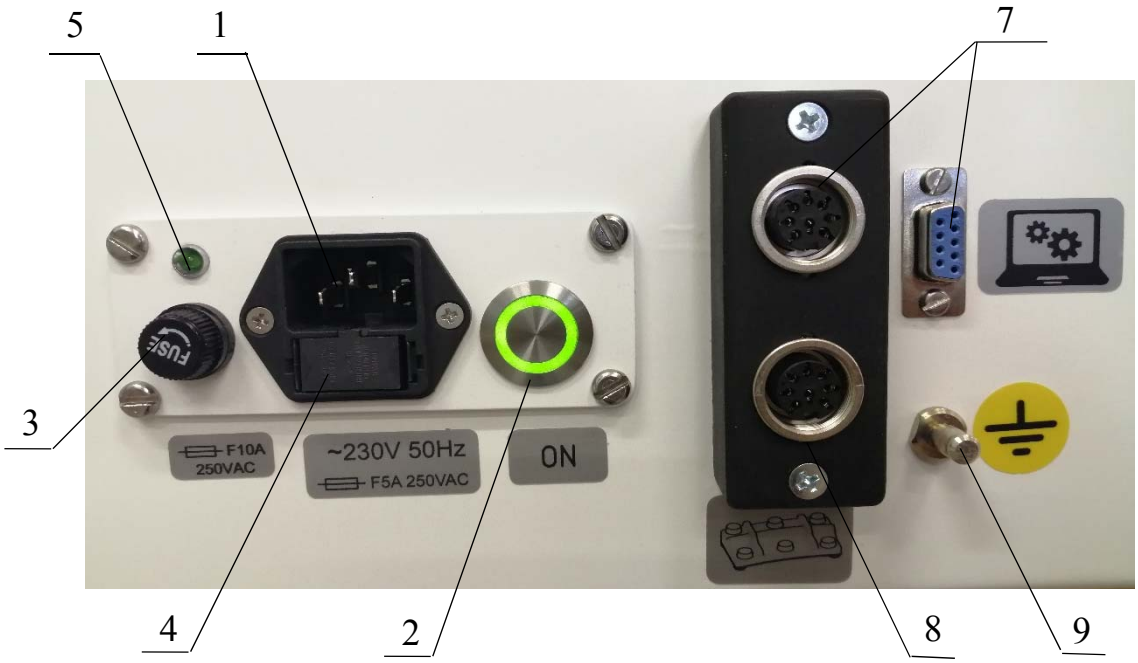
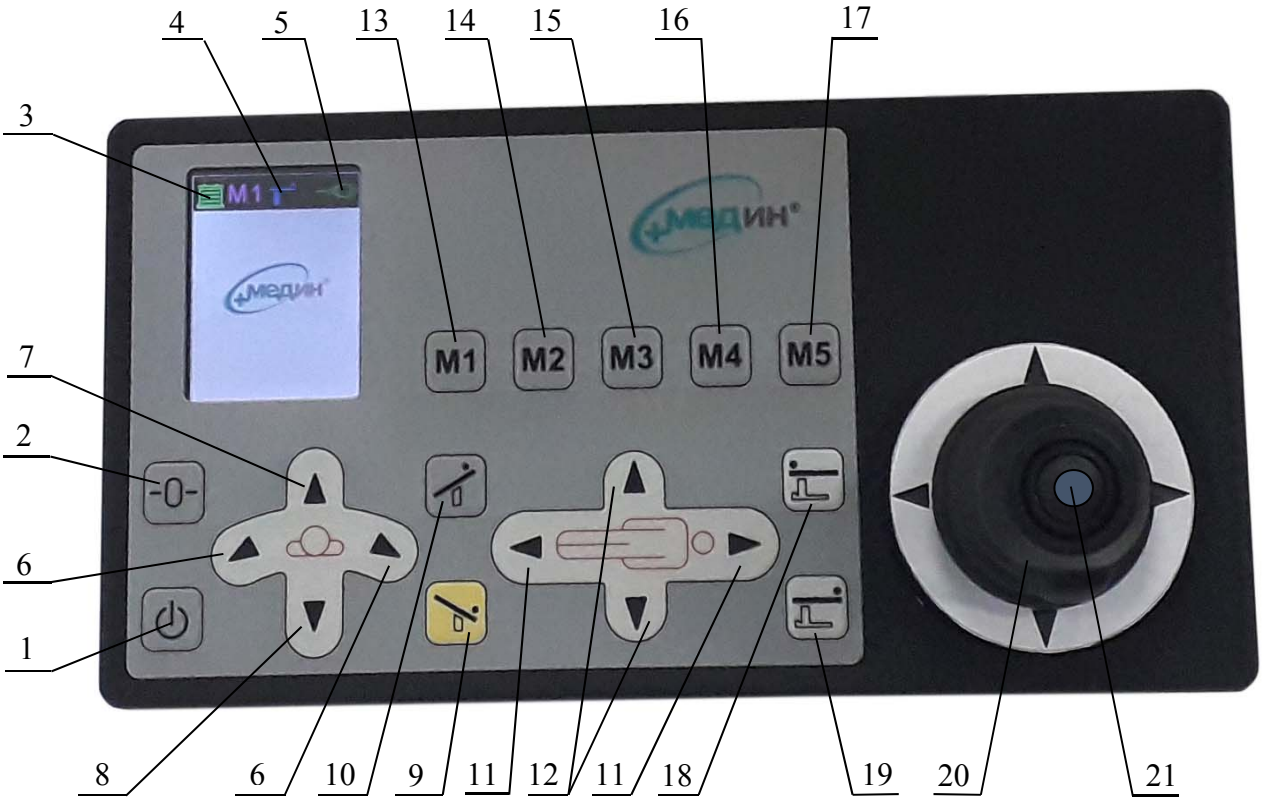

Рисунок 2 – Панель питания.
Рисунок 3. Пульт управления основной.
9.4 Перед использованием стола по назначению подсоедините стол к контуру наружного заземления с помощью заземляющего зажима 9 (Рисунок 2), расположенного на станине основания стола возле панели питания.
9.5 Снимите защитные упаковочные чехлы с жгутов пультов управления (Рисунок 3, 4) .
9.8 В держатель предохранителя 3, расположенный на панели питания (Рисунок 2) установите предохранитель 10 А. Для этого необходимо снять крышку держателя предохранителя, открутив ее в направлении, указанном стрелкой на крышке, установить предохранитель и закрутить крышку в обратном направлении.
9.9 На панели питания (Рисунок 2) нажмите кнопку 2.
Для включения пульта нажмите и удерживайте 3 сек. кнопку 1 (Рисунок 3). На экране отображается логотип «МЕДИН», индикатор зарядки аккумуляторной батареи 3, индикатор положения пациента 4 и индикатор проводной связи пульта с системой управления 5.
разряжена». При разряженных батареях вставьте один конец съёмного шнура питания в разъём 1 (Рисунок 2), а второй – в сеть питания ~ (230±23) В, (50±0,1) Гц. Нажмите кнопку 2 (Рисунок 2). Степень зарядки отображается на индикаторе 3. Время зарядки аккумуляторов 5… 6 часов.
⚠	**Внимание! Зарядка аккумуляторных батарей должна проводиться при включенном столе. При этом должны гореть светодиодный индикатор 5 и индикатор кнопки 2 (Рисунок 2). Индикатор 3 на пульте мигает зеленым цветом (Рисунок 3).**
Джойстик управляет продольным и поперечным перемещением панели стола в горизонтальной плоскости. Для включения джойстика необходимо нажать кнопку 21 (Рисунок 3) и повернуть рукоятку в нужном направлении.
10.3 Подъем и опускание столешницы стола, продольные, поперечные перемещения и наклоны осуществляются при нажатии соответствующих кнопок пульта управления (Рисунок 3, 4).